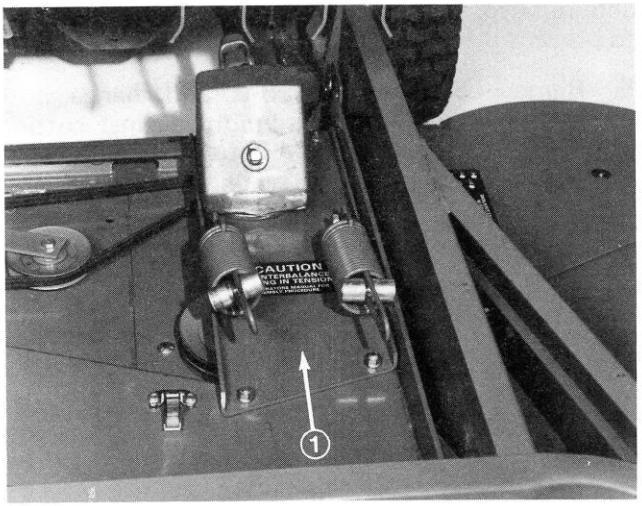

Figure 42
5. To install new belt, the gear box base must be removed. To do this, remove four carriage bolts, and locknuts holding gear box base (Fig. 42).
7. Install gear box base with carriage bolts and locknuts (Fig. 42).